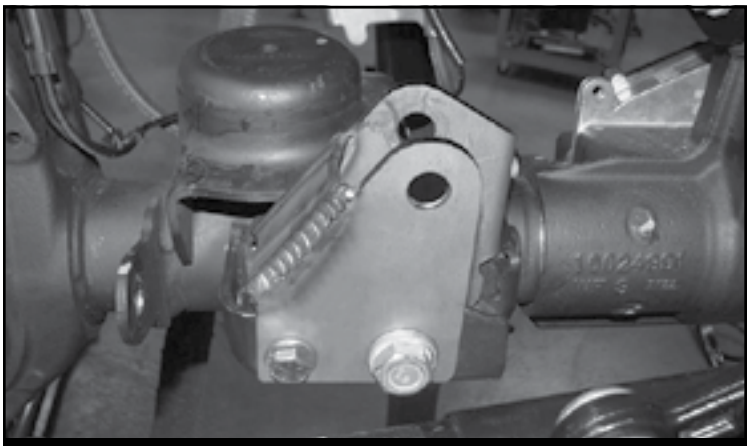

FIGURE 9 - STEP 10
10. Reinstall the bracket using the factory bolt and supplied 3/8” x 1-1/4” bolt, washer and nut. **NOTE: Install the FT50592 (Sleeve) with the factory bolt inside the new track bar bracket.** Torque factory hardware 148 ft-lbs and the 3/8 hardware to 44 ft-lbs. **SEE FIGURE 9**